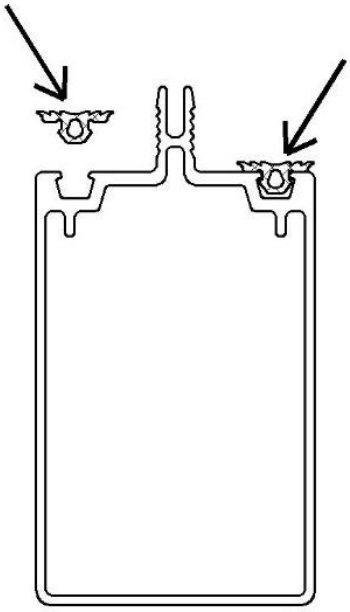

**Abb. 1**
1.3 Drücken Sie die mitgelieferte Dichtung bei allen Trägern auf beiden Seiten ein. Abb.: 1